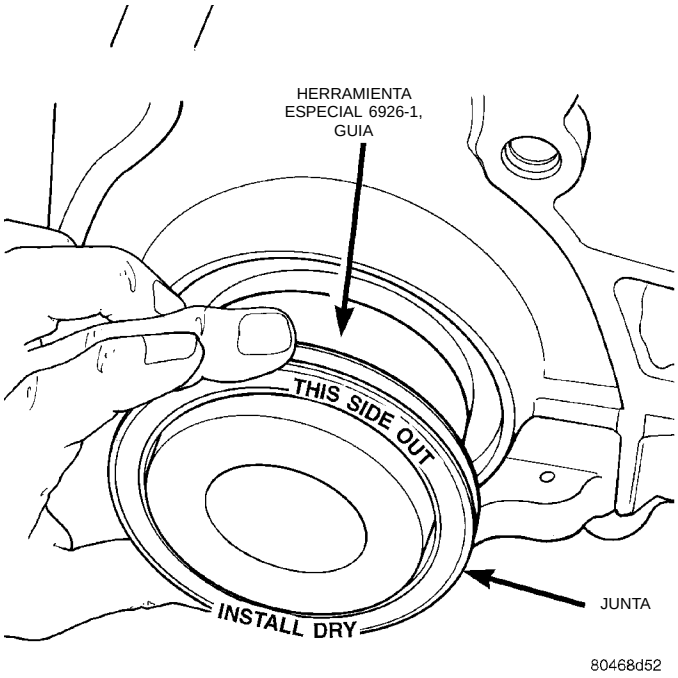

Fig. 63 Junta trasera del cigüeñal y Herramienta especial 6926–1
(1) Coloque la Herramienta especial 6926–1 en el cigüeñal. Esta es una herramienta de guía que posee una base magnética (Fig. 63).
(2) Emplace la junta sobre la herramienta de guía. Cerciórese de que se puedan leer las palabras **THIS SIDE OUT** (este lado hacia afuera) sobre la junta (Fig. 63). La herramienta de guía debe permanecer sobre el cigüeñal durante la instalación de la junta. Asegúrese de que el reborde de la junta mira hacia el cigüeñal durante la instalación.